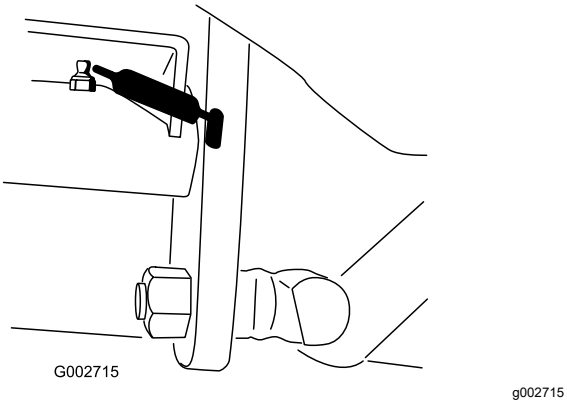

Figur 20
- 1 Tapleje til traktionspedal (Figur 20).